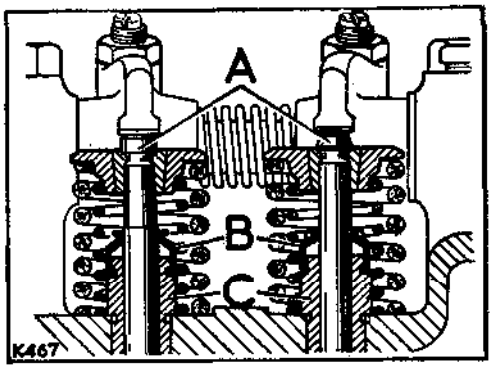

**Fig. A2-87. Valve guides and oil seals arrangement**
1. Assemble the oil seals to the valve guides, Fig. A2-87 refers.